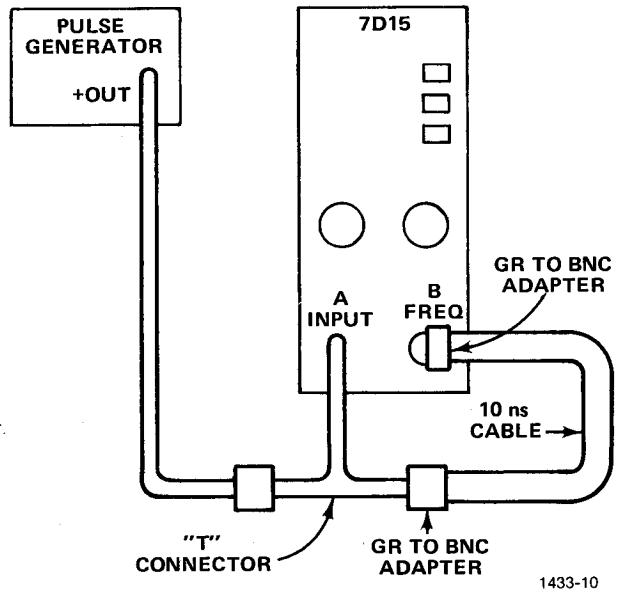

Fig. 5-4. Equipment setup used to check TIM A→B accuracy.
f. Connect equipment as shown in Figure 5-4 using the 10 ns cable.